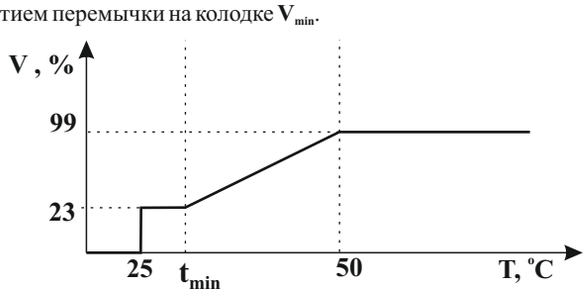

Рис. 2. Зависимость скорости вращения вентилятора от температуры конденсатора в режиме с отключением вентилятора.
4.5. Возможен вариант работы с полным выключением вентилятора при температуре на конденсаторе меньше **25°C**, и минимальной скоростью вращения от **25°C** до t_{min}.График изображен на рис.2. В этом режиме можно менять t_{min} перестановкой соответствующей перемычки на плате (см. рис. 3), но V_{min} всегда равно 23%. Этот режим включается снятием перемычки на колодке V_{min}.
6.1. После подачи напряжения, и при превышении температуры на конденсаторе 25°С при работе с отключением вентилятора (рис.2.), в течение 2 секунд вентилятор работает на максимальной скорости. При этом происходит самодиагностика и измерение температуры на конденсаторе. Затем прибор переходит в рабочий режим регулировки оборотов двигателя вентилятора наружного блока в зависимости от температуры конденсатора кондиционера.